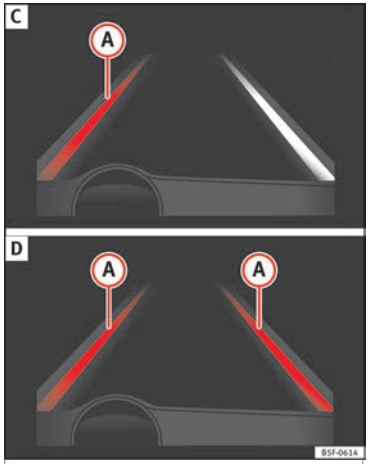

Fig. 207 En la pantalla del cuadro de instrumentos: indicación en la pantalla del sistema de aviso de salida del carril (ejemplo 2).
– El sistema está trabajando, la línea resaltada (A) indica que había riesgo de sobrepasar la línea de carril involuntariamente y está actuando sobre la dirección para corregir la trayectoria »» fig. 207 C.
– Las dos líneas resaltadas (A) se encienden a la vez cuando tenemos las dos líneas de carril reconocidas y la función de guiado central de carril está activada »» fig. 207 D.